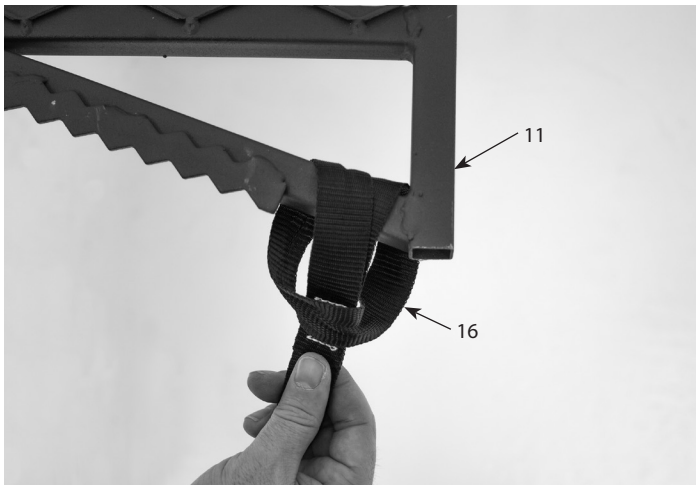

FIGURE 8A
9. Pre-assemble the 16' criss-cross straps (16) and 6' ratchet strap (14) as follows:
a. Attach the two long ends of the 16' criss-cross straps (16) to each side of the rear frame tube on each side of the seat platform tree blade (11). These long stabilizer straps should be attached by pulling the free end of the strap through the loop end of the strap to create a cinch knot around the frame tube. **SEE FIGURES 8A AND 8B.**